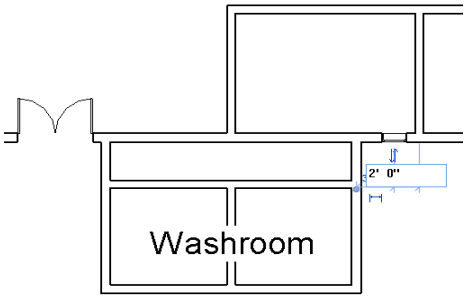

Figure 3-84 *Specifying the location of the IT Server window*
7. After adding the window in internal wall of the IT Server room, you need to move it to the exact location. To do so, select the window; it is highlighted in blue. Click on the left temporary dimension; an edit box is displayed. Enter **2'0"** for Imperial or **600 mm** for Metric in the edit box, as shown in Figure 3-84, and then press ENTER; the window is moved to the desired location. Press ESC and exit.